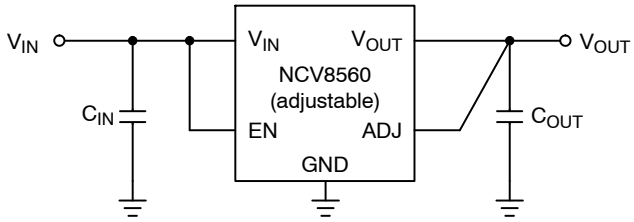

**Figure 5. Typical Application Circuit for $V_{out}$ = 1.25 V (Adjustable Version)**
**ELECTRICAL CHARACTERISTICS** ($V_{in}$ = 1.750 V, $V_{out}$ = 1.250 V (adjustable version)), ($V_{in}$ = $V_{out}$ + 0.5 V (fixed version)), $C_{in}$ = $C_{out}$ =1.0 μF, −40°C ≤ $T_A$ ≤ 125°C, Figure 5, unless otherwise specified.) (Note 8)
($V_{in}$ = 1.750 V, $V_{out}$ = 1.250 V, $C_{in}$ = $C_{out}$ =1.0 μF, −40°C ≤ $T_A$ ≤ 125°C, Figure 5, unless otherwise specified.) (Note 10)
The NCV8560 series regulator is self−protected with internal thermal shutdown and internal current limit. Typical application circuits are shown in Figures 5 and 6.